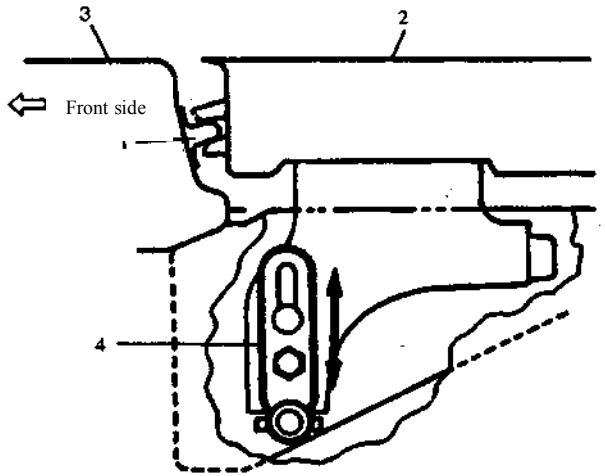

Fig. 4.1-29
2) Regulate lower roller arm 4, to make door front end surface 2 and vehicle body surface 3 aim at one line mutually in the state of door closing, see Fig. 4.1-29